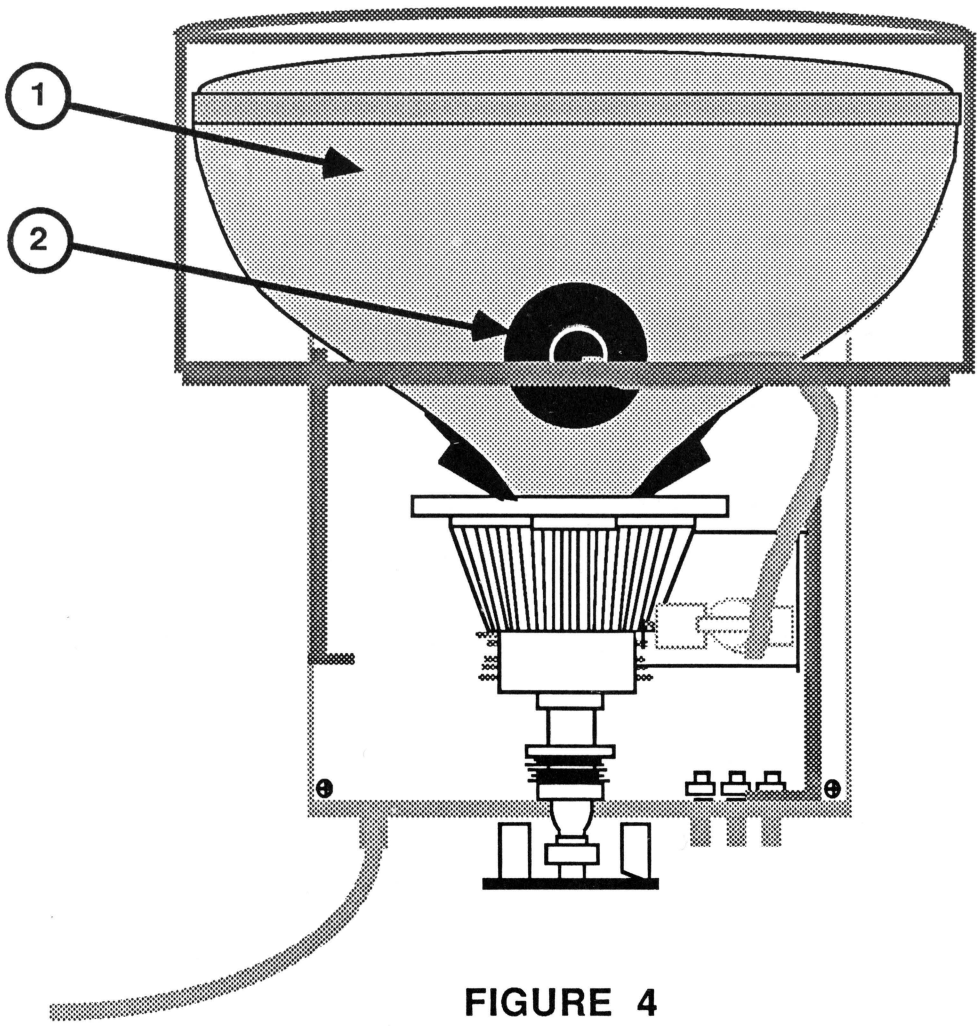

FIGURE 4
2. **ALWAYS DISCHARGE THE CRT BEFORE REMOVING OR REPLACING ANY INTERNAL PARTS.** The CRT, or Cathode-Ray Tube, (Figure 4, #1) is an extremely dangerous piece of equipment. It runs at 24,000 volts DC and contains a high vacuum. Before touching any internal components you must discharge the CRT. (See **Discharging the CRT.**)
6. **NEVER TOUCH THE ANODE.** Normally the anode has a connector (Figure 4, #2) plugged into it, but when a CRT is replaced, this connector is removed, exposing the anode. The anode can maintain a charge of several thousand volts (even after the power is off).